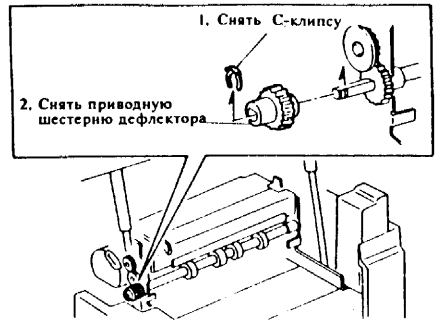

Рис.9 Снятие приводной шестерни дефлектора.
13. Снять приводную шестерню (рис.9).